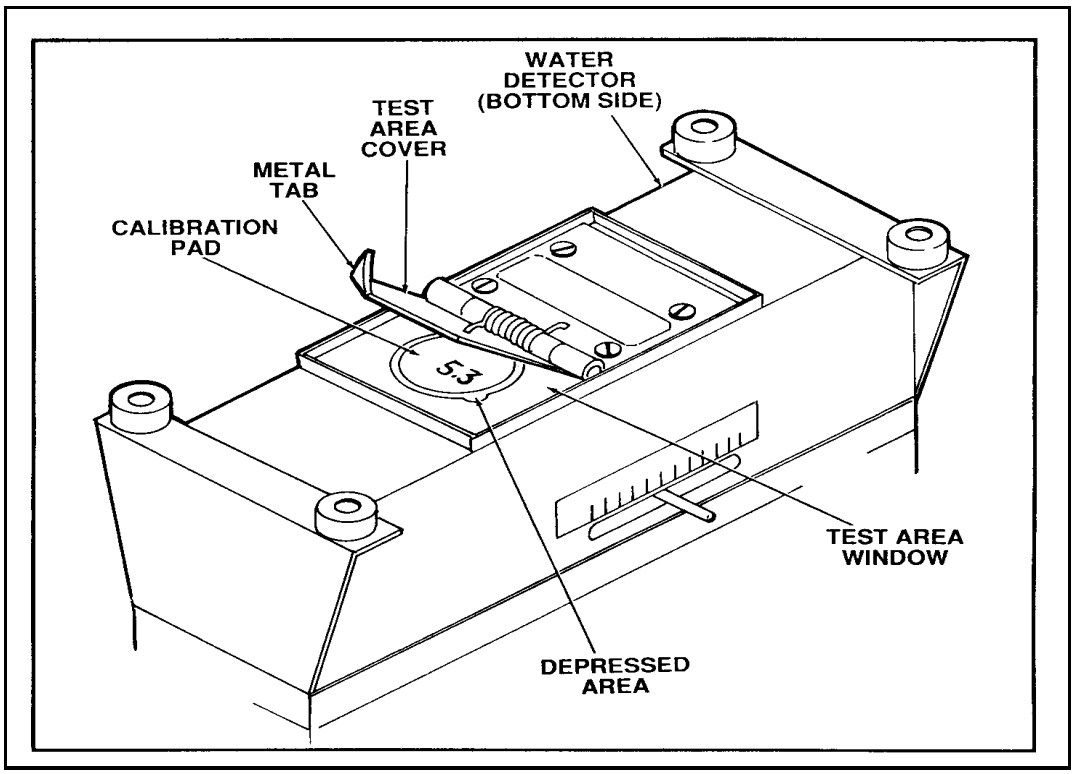

Figure E-4. Placement of calibration pad in test area window
• Using tweezers, insert the calibration pad in the test area window located on the bottom of the water detector. Lift the covers curved metal tab and place the pad (text facing you) in the depressed circular area in the center of the test area as shown in Figure E-4, page E-4. Close the test area cover and stand the water detector upright.